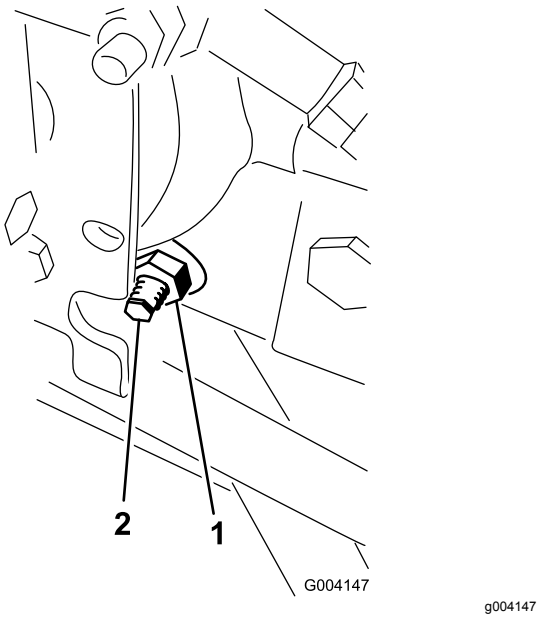

Figuur 63
3. Draai de borgmoer op de afstelnok van de tractie, rechts van de hydrostaat, los (Figuur 63).